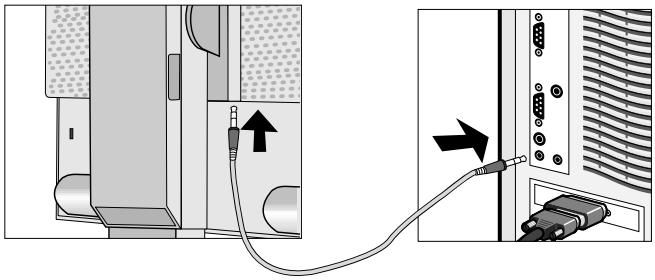

Figure A.1
2. Connectez le câble audio à la prise « ENTRÉE AUDIO » à l'arrière du moniteur et l'autre extrémité au terminal « Sortie audio » de l'ordinateur (**Figure A.1**).